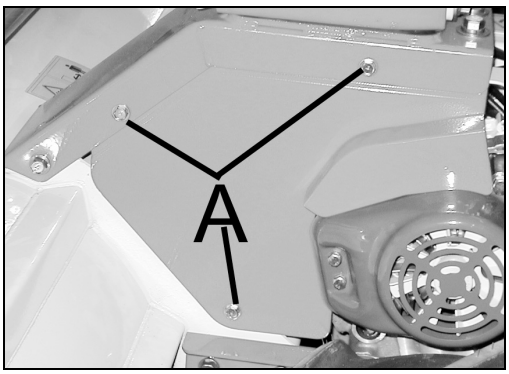

Figure 11
- Déposez en dévissant ses trois vis, le carter gauche se trouvant à côté du bloc de transmission hydrostatique (A, Figure 11).